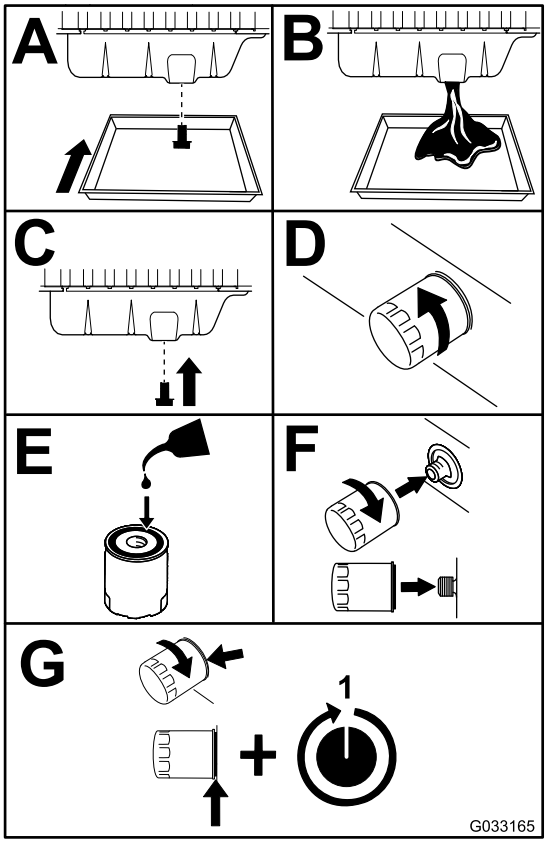

Figur 49
3. Udskift motorolien og filteret (Figur 49).